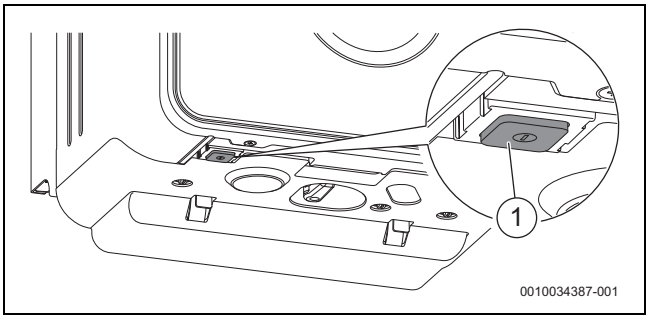

Fig. 1 Interrupteur Marche/Arrêt
▶ Arrêter le dispositif avec l'interrupteur Marche/Arrêt (→ fig. 1, page 5).